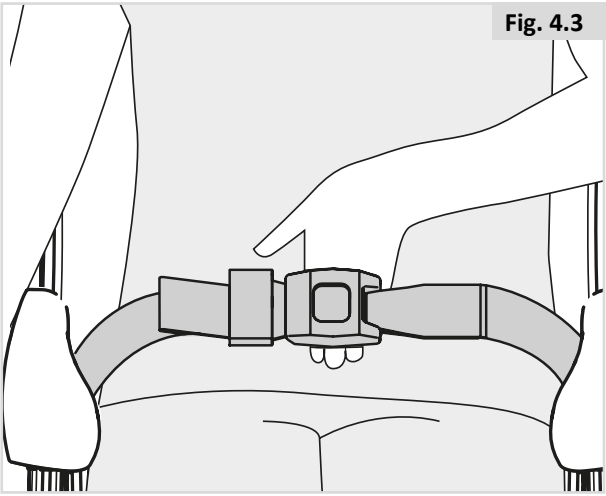

Fig. 4.3
- Die Länge des Beckengurts passend einstellen. Um den Komfort und die Sicherheit des Benutzers zu gewährleisten, sollte die Lücke nicht mehr als eine Handbreite betragen (Fig. 4.3).